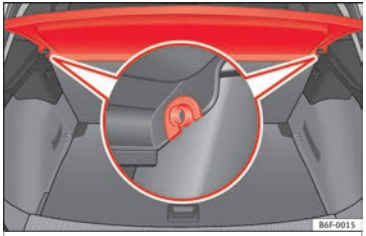

Fig. 166 In the luggage compartment: removing and installing the rear shelf.
- Remove the rear shelf from the side supports **»» Fig. 166** by pulling it upwards and then take it out.
- Insert the cover horizontally so that the "recess" fits onto the axis of the supports ››› **Fig. 166** and press down until it engages.